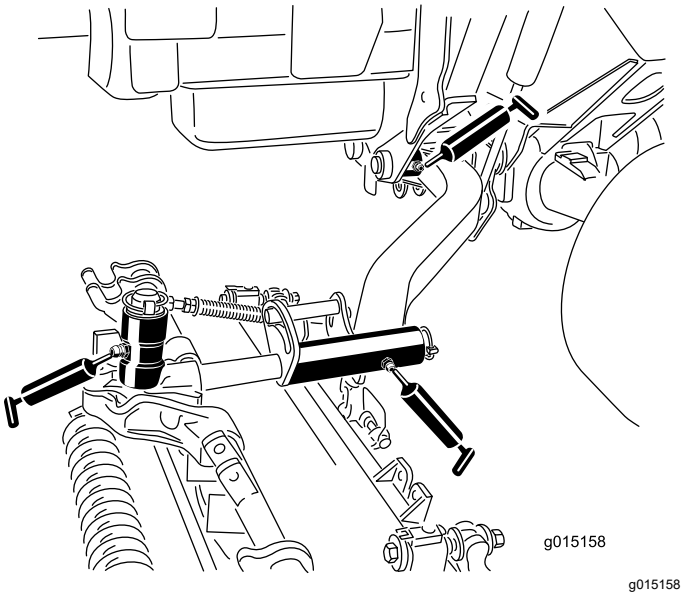

Рисунок 83
- Втулки осей поворота подъемных рычагов (по 1 шт. на режущий блок) (Рисунок 83)
- Несущая рама режущего блока (по 2 шт. на режущий блок) (Рисунок 83)
- Ось поворота подъемного рычага режущего блока (по 1 шт. на режущий блок) (Рисунок 83)